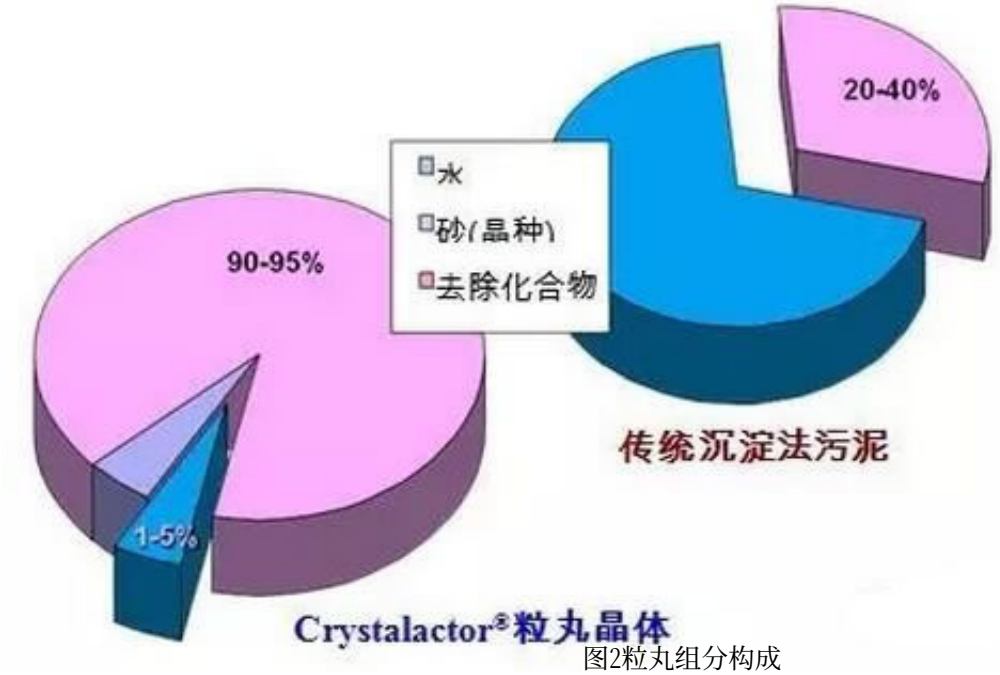

图2粒丸组分构成
可保持上升流速在40~80m/h，设备布置结构紧凑，占地面积小。③通过结晶过程去除或回收氟离子，不产生污泥，只产生氟化钙结晶粒丸，无二次污染。粒丸纯度高(大于90%)，含水率低(小于5%)，粒丸组分构成如图2所示。